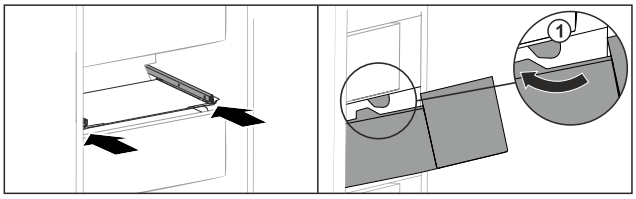

Fig. 230
▶ Guide drawer around the stoppers *Fig. 230 (1)*.